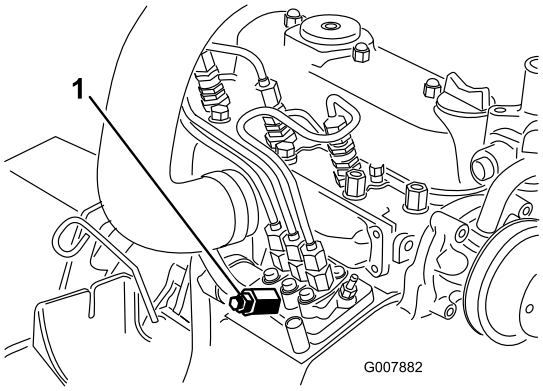

Figur 45
3. Placer en klud under udluftningsskruen på brændstofindsprøjtningspumpen, og åbn skruen (Figur 45).